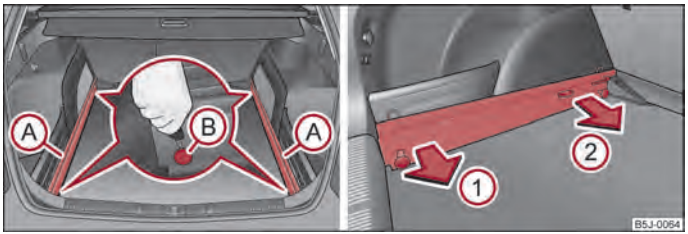

Fig. 51 Bagagliaio: sgancio dei punti di fissaggio / rimozione delle guide
– Staccare i punti di fissaggio Ⓑ delle guide con la chiave del veicolo o con un cacciavite a testa piatta ⇒ fig. 51.
– Afferrare la guida di supporto Ⓐ in corrispondenza della posizione ① su ⇒ fig. 51 e disimpegnarla tirando in direzione della freccia. Per facilitare lo smontaggio è possibile estrarre gli scomparti estraibili ⇒ pagina 72, Scomparti estraibili nel bagagliaio.
– Afferrare la guida di supporto Ⓐ in corrispondenza della posizione ②, disimpegnarla tirando nel senso della freccia ed estrarla.